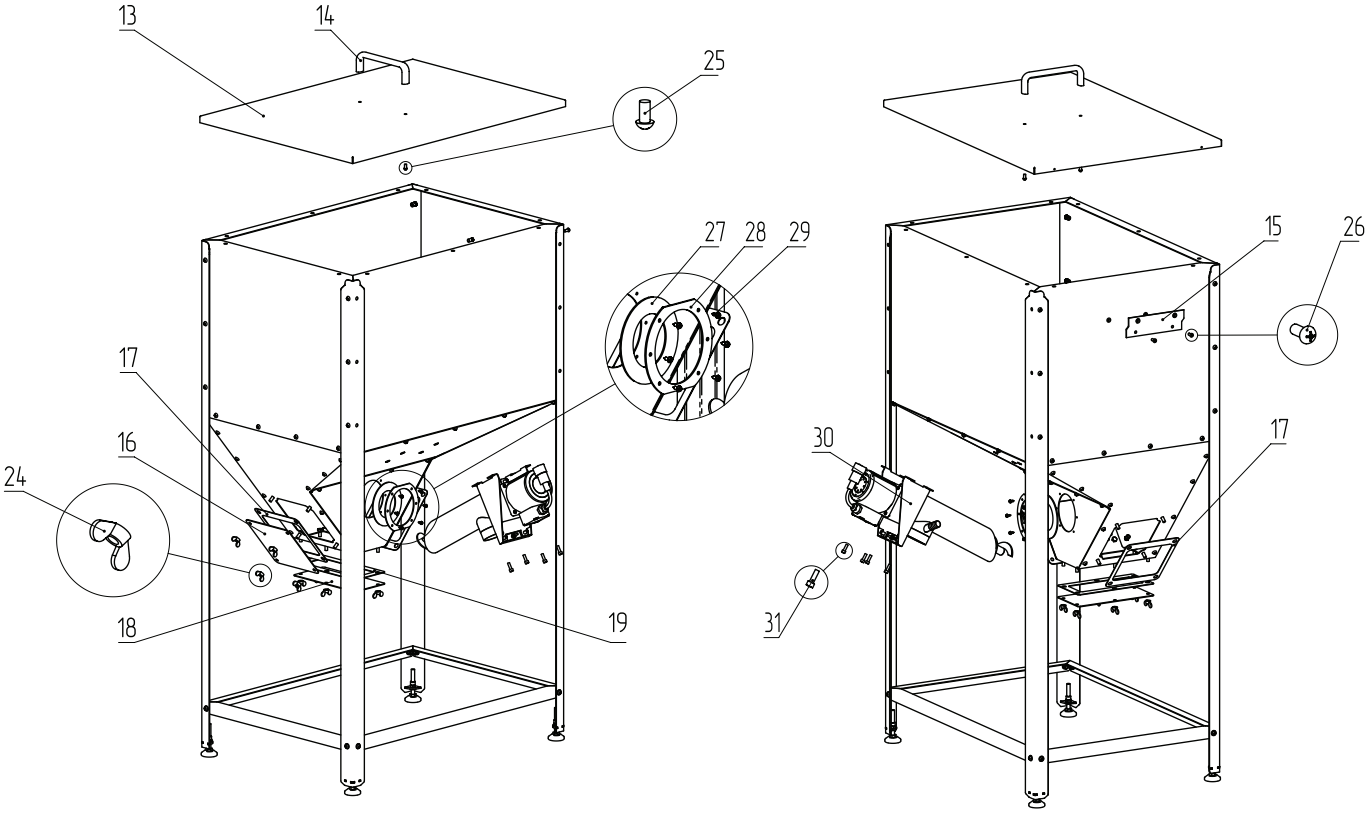

Рис.13 Порядок сборки бункера
1. Установите прокладку механизма подачи (верхнего) (**Рис.13, поз.27**) и пластину прокладки механизма подачи (верхнего) (**Рис.13, поз.28**);
2. Зафиксируйте их саморезами (**Рис.13, поз.29**);
3. Установите механизм подачи (верхний) (**Рис.13, поз.30**);
5. Установите прокладки прочистных лючков (**Рис.13, поз.17, 19**) в нижней части бункера и на стенку бункера наклонную переднюю (**Рис.13, поз.2**);
6. Установите лючки прочистные (**Рис.13, поз.16, 18**);
7. Зафиксируйте лючки гайками (**Рис.13, поз.24**);
8. Установите кронштейн подвеса системы охлаждения топливопровода (**Рис.13, поз.15**) на стенке бункера верхней задней (**Рис.13, поз.7**);
9. Зафиксируйте кронштейн винтами (**Рис.13, поз.26**), как показано на **Рис.13**;
10. Прикрутите ручку (**Рис.13, поз.14**) к крышке бункера (**Рис.13, поз.13**) винтами (**Рис.13, поз.25**);
11. Наденьте крышку на бункер, как показано на **Рис.13**;